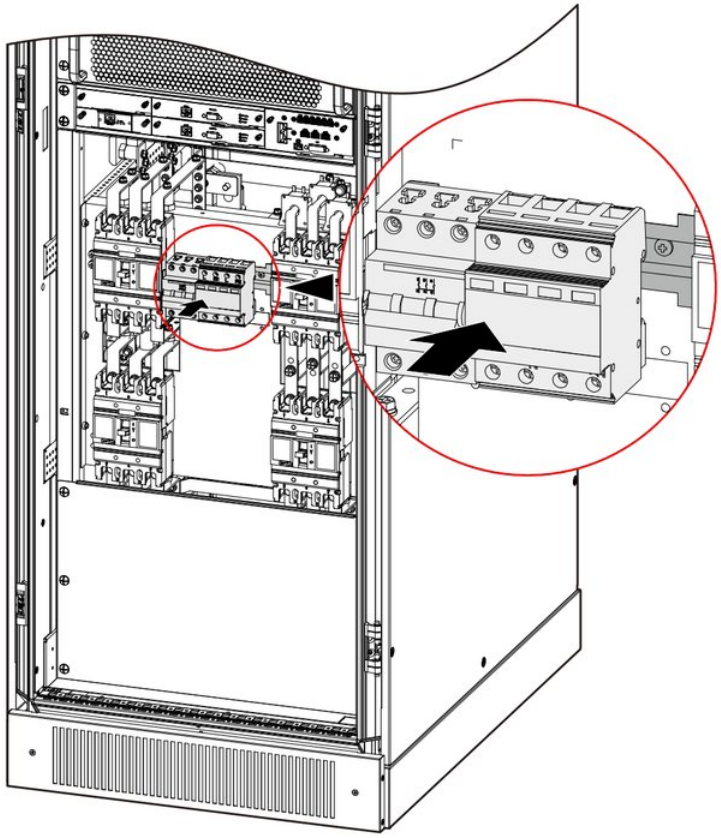

FIGURE 3-20 Install the SPD and surge protection switch
4. Install the SPD and surge protection switch in the fixed plate, as shown in Figure 3-20.